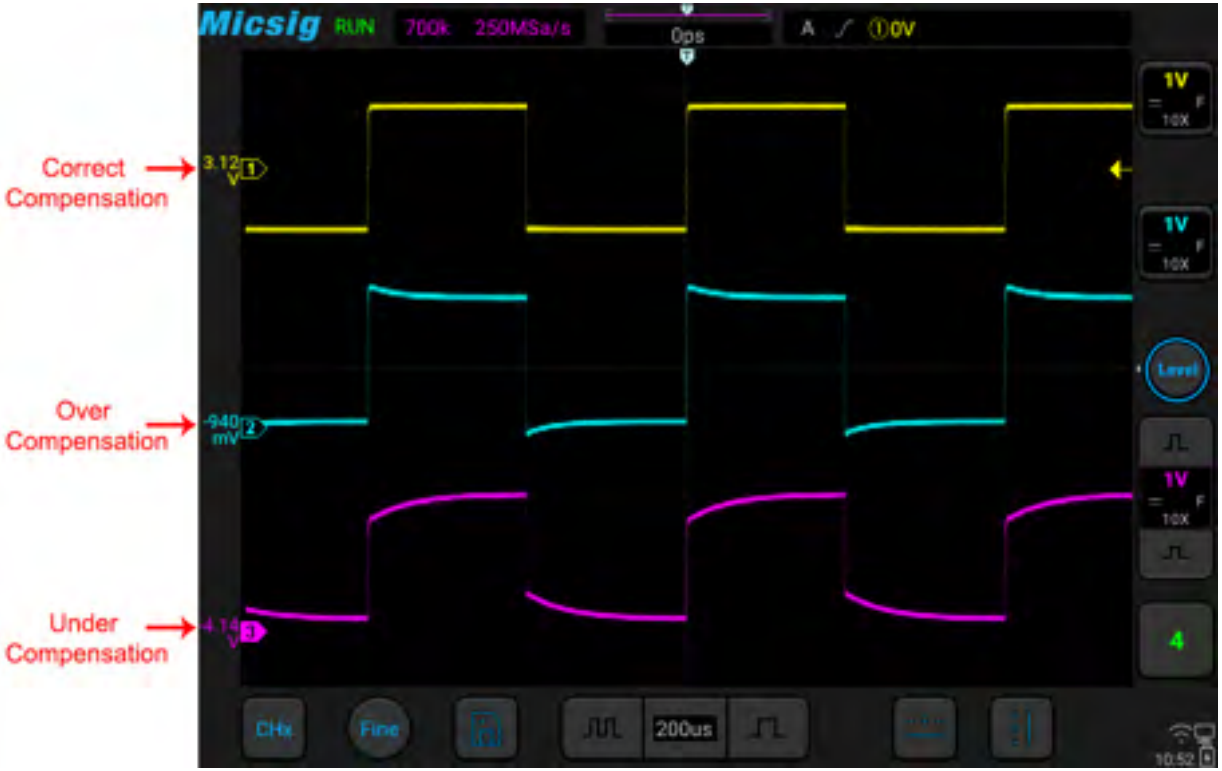

Figure 2-14 Probe Compensation
5) Tap Auto button or manually adjust the waveform vertical sensitivity and horizontal time base. Observe the shape of the waveform, see Figure 2-14.